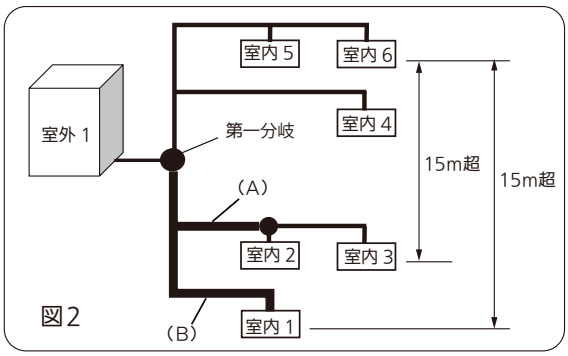

図2
- H2が15mを超える場合、室内ユニットが室外ユニットより下側にある液管、ガス管を1ランクサイズアップしてください。（図2）